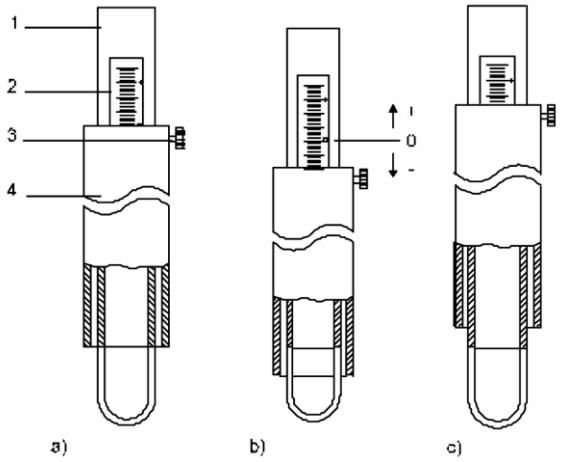

Рисунок 6.5.-1
- Отпустите болт с накатанной головкой (3) (см. рисунок 6.5.-1).
- Позиция «0» (см. рисунок 6.5.-1a)
- Передвижение внешней трубы в направлении «-» (см. рисунок 6.5.-1b) соответствует:
- Передвижение внешней трубы в направлении «+» (см. рисунок 6.5.-1c) соответствует: